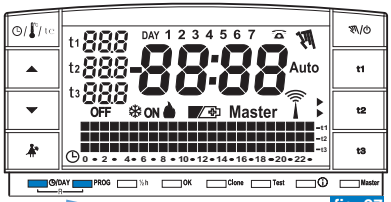

fig. 27
- Para cancelar los datos registrados presionar (por 2 seg.) las teclas ◷/DAY y **PROG**. En la pantalla aparecen todos los segmentos iluminados (autotest general (fig. 27/28).